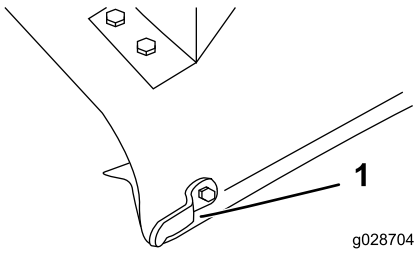

Figuur 7
1. Markeer en boor een gat met een diameter van 3/8 inch door het midden van de aanslag van de grasgeleider (Figuur 7).